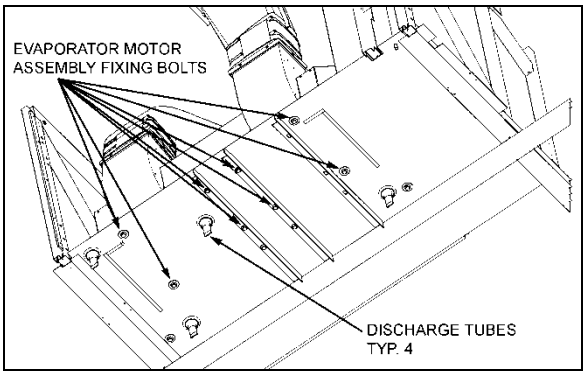

FIGURE 44: EVAPORATOR MOTOR BOLTS 22315
- From under the vehicle, remove the eight bolts fixing the double blower fan unit base. Remove the complete unit from the evaporator compartment (Figure 44).